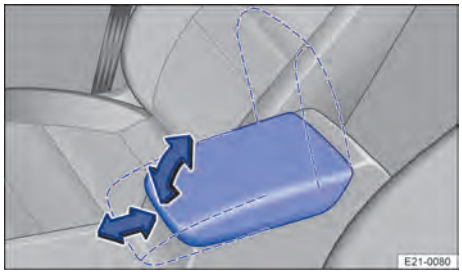

Bilde 74 Mellom forsetene: Midtarmlene.
1. *Vippe opp:* Trekk midtarmlenet trinnvis opp i pilretningen → Bilde 74.
3. *Justere i lengderetningen*: Skyv midtarmlenet for- eller bakover → Bilde 74.